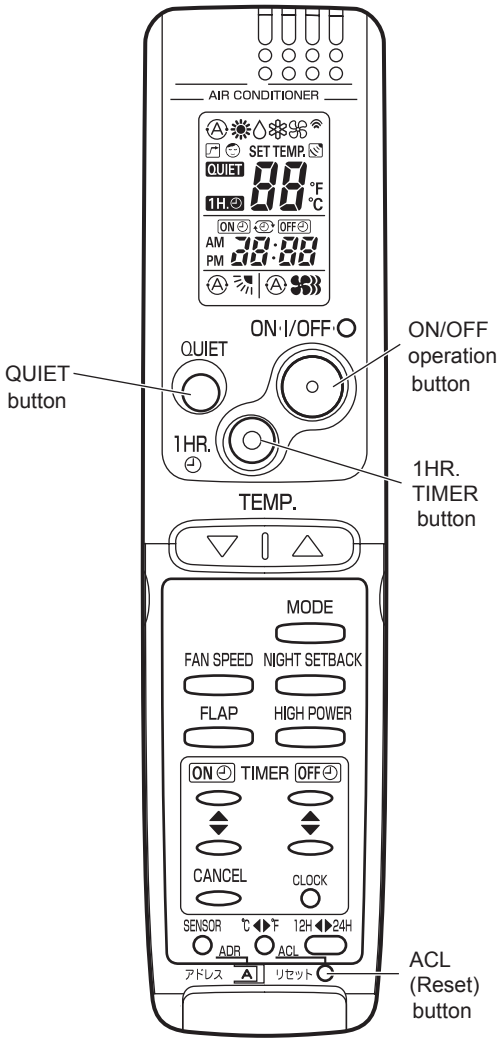

Fig. 8a
(1) Set the remote controller in Test Run mode. (Fig. 8a)
(2) Start Cooling mode test run by pressing the ON/OFF operation button of the remote controller. (Fig. 8a)
(3) Press the ON/OFF operation button of the remote controller again to stop the test run. (Fig. 8a)
(4) Finally press the ACL (reset) button of the remote controller to release it from Test Run mode to return to normal mode. (Fig. 8a)